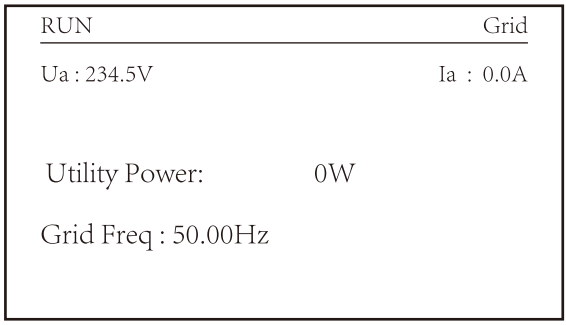

Figura 7.9 Função Limiter ligada
6. Se configurado com sucesso, você pode retornar à interface menu e exibir o LCD até (home page) pressionando o botão (up down). Se for exibido como (utility power), as configurações das funções do limitador serão concluídas. Mostrado na Figura 7.9.